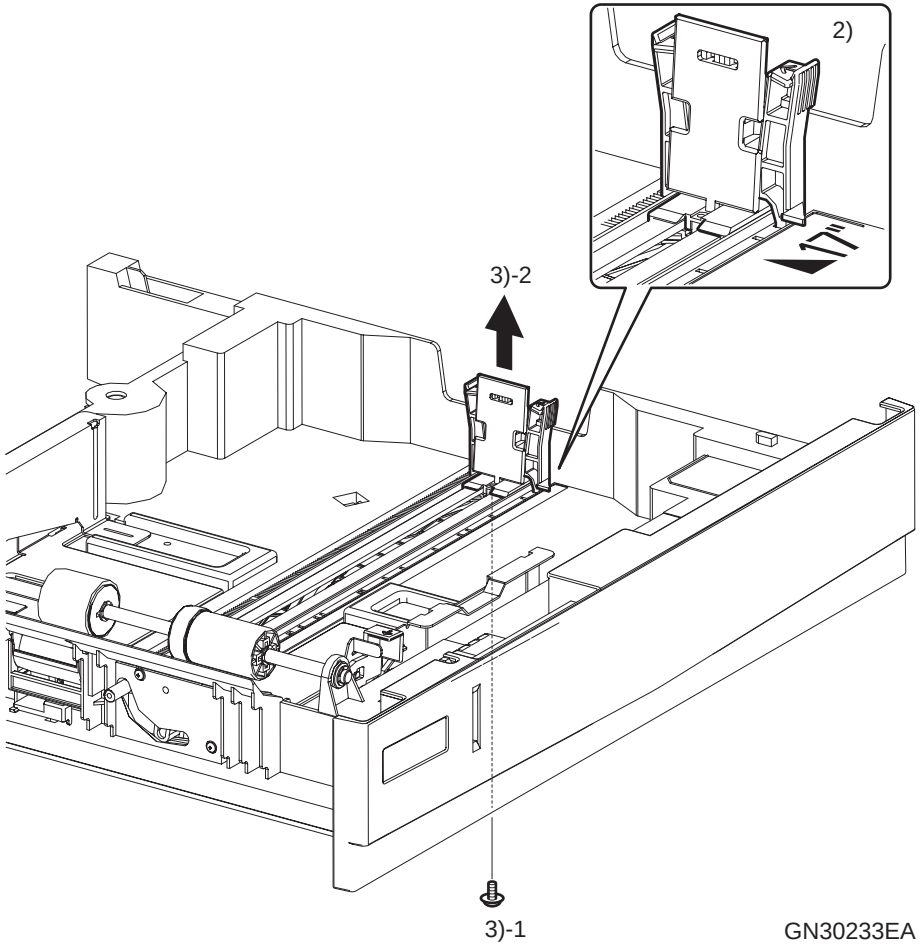

Figure 4-43. Removing the GUIDE ASSY END
2. Move the GUIDE ASSY END to the position in Figure 4-43 (17" position).
1. In the position in Figure 4-43 (17" position), secure the GUIDE ASSY END with the one screw (black, flanged tapping, 10mm).